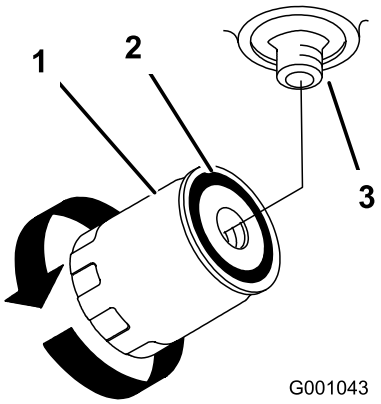

**Figur 80**
4. Stryk på ett tunt lager hydraulolja på det nya filtrets gummipackning (Figur 80).
7. Fyll hydraultanken med hydraulolja tills den flödar över vid filtret, och vrid sedan oljefiltret medsols tills gummipackningen kommer i kontakt med filteradaptern. Dra sedan åt filtret ytterligare 1/2 varv (Figur 80).